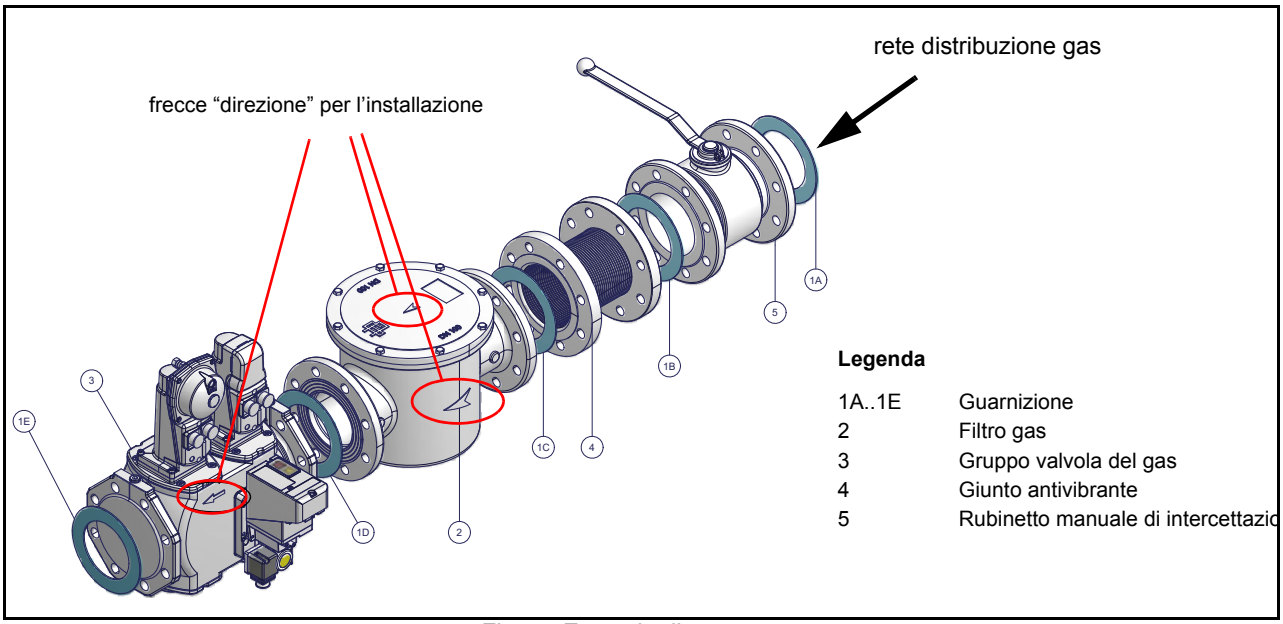

Fig. 7 - Esempio di rampa gas
1-b) nel caso di giunti flangiati: interporre tra un componente e l'altro, una guarnizione (n. 1A..1E - Fig. 7) compatibile con il gas utilizzato,
***ATTENZIONE: una volta montata la rampa secondo lo schema riportato in Fig. 7, deve essere effettuata la prova di tenuta del circuito gas, secondo le modalità previste dalla normativa vigente.***